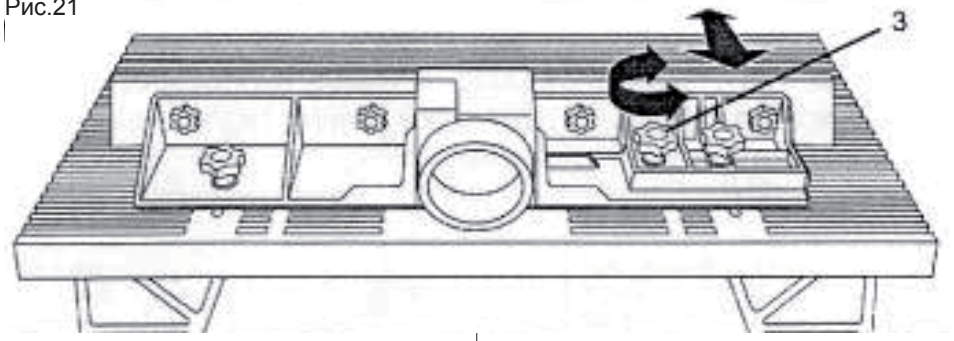

Рис.22
- Ослабьте гайки (3), которые регулируют движение направляющей вперёд и назад. Установите панель, чтобы заготовка не падала со стола после обработки (рис. 22).